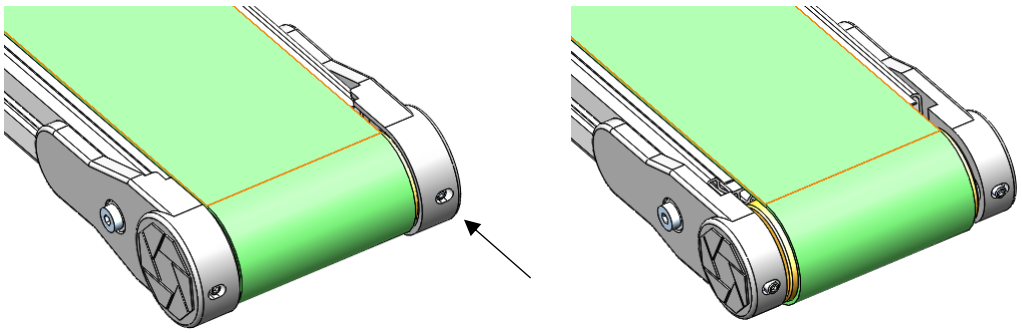

Fig. 4: Placchette del rinvio
- Allineare fra loro le strutture del nastro (Fig. 4).